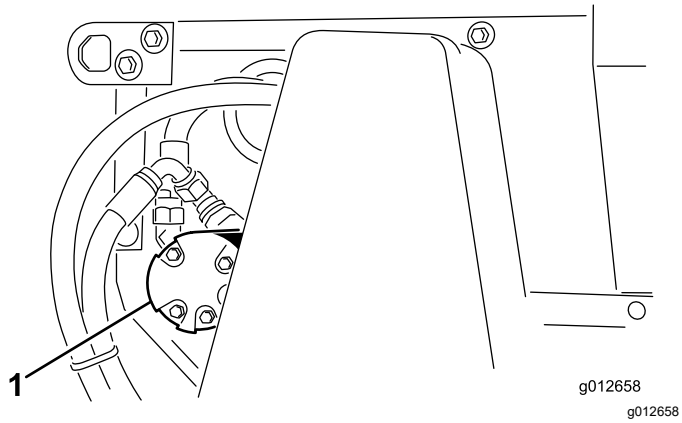

**Figuur 41**
2. Zet de moeren los waarmee de motor van de borstel (Figuur 41) aan de linkerkant van de machine bevestigd is.